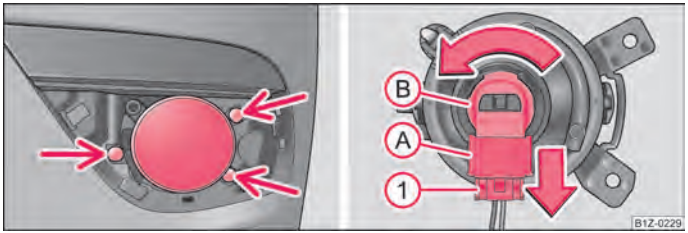

Fig. 187 Front bumper: Fog lights/fog lights: Replacing the light bulb
– Use the screwdriver to unscrew the screws from the car tool kit [1] ⇒ fig. 187 - left.